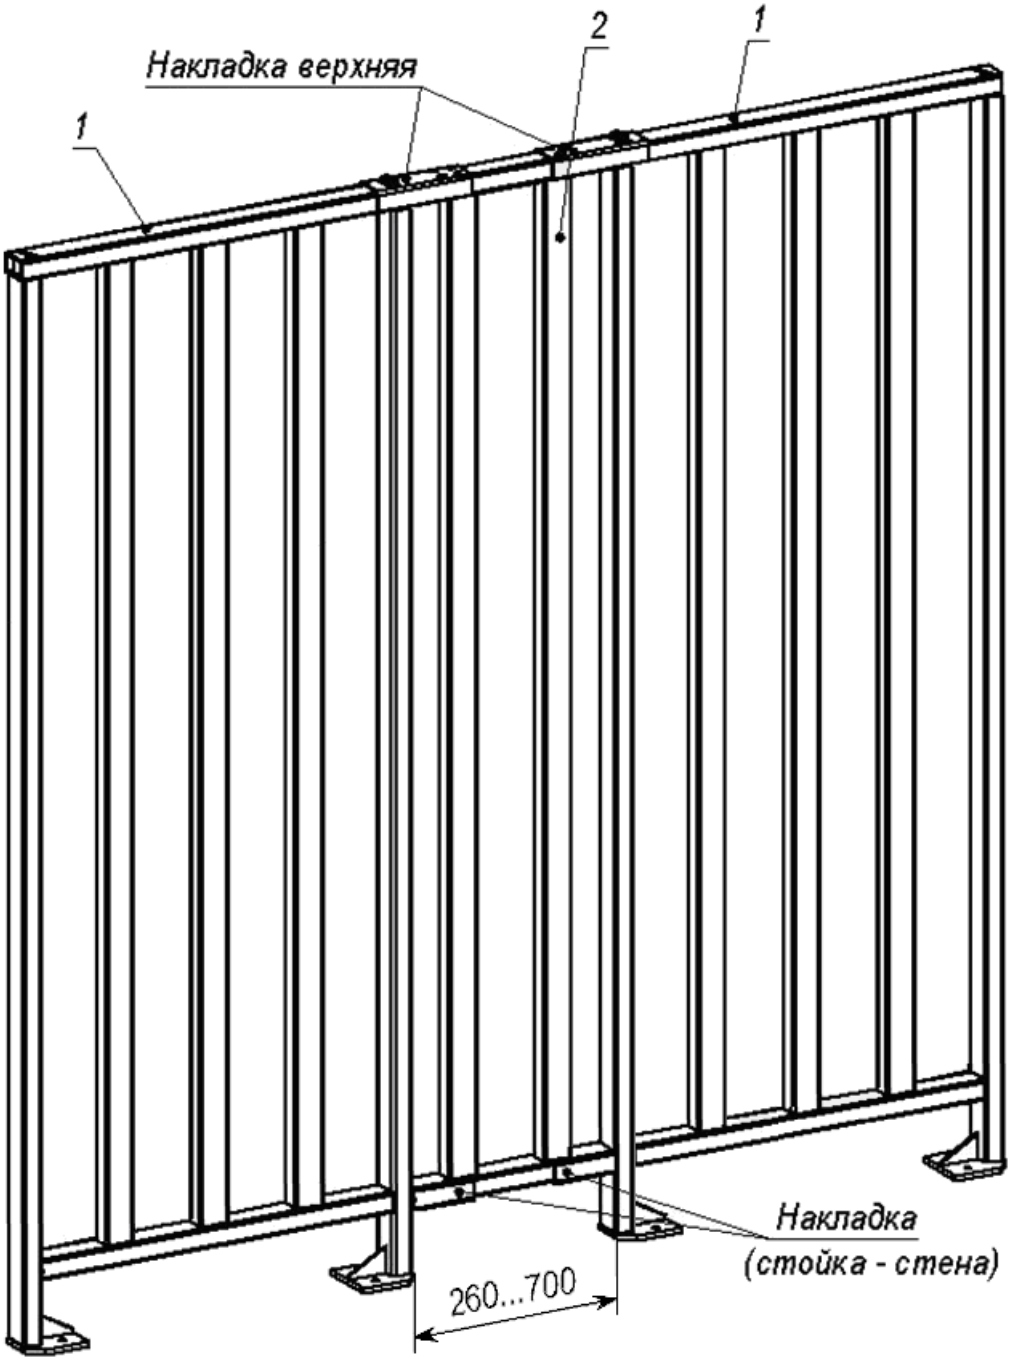

Рисунок 2. Вариант использования ограждения:
6. Дополнительную секцию ограждения подрежьте в размер по месту. При необходимости допускается уменьшение длины дополнительной секции до 260 мм (см. рис. 2).